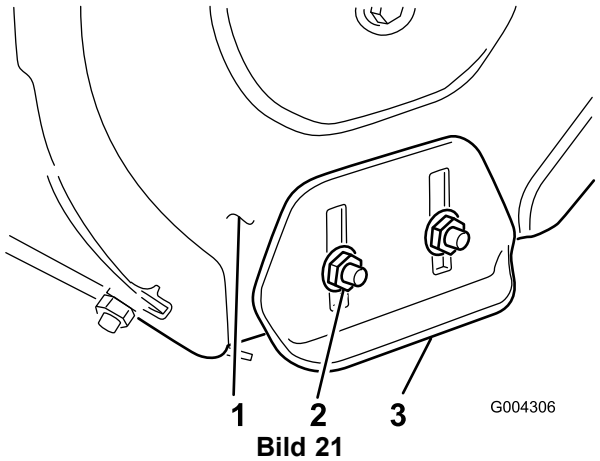

Bild 21
3. Lösen Sie die vier Bundmuttern, mit denen beide Kufen an den Seitenplatten des Räumwerks befestigt sind (Bild 21), bis sich die Kufen leicht nach oben und unten verschieben lassen.
8. Ziehen Sie die Bundmuttern fest, mit denen beide Kufen an den Seitenplatten des Räumwerks befestigt sind (Bild 21).